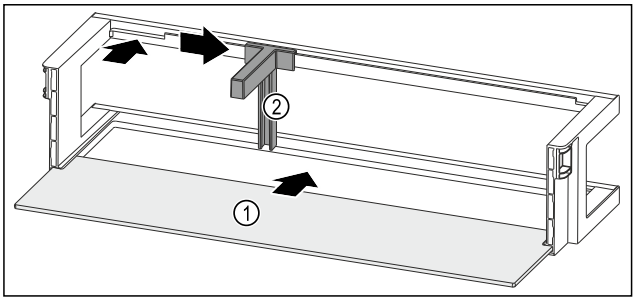

Fig. 150 Door rack with shelf
- ▶ Push the shelf *Fig. 150 (1)* into the side recesses.
- ▶ Insert the bottle holder *Fig. 150 (2)* in the recess.
- ▶ Push the bottle holder *Fig. 150 (2)* to the desired position to the side.